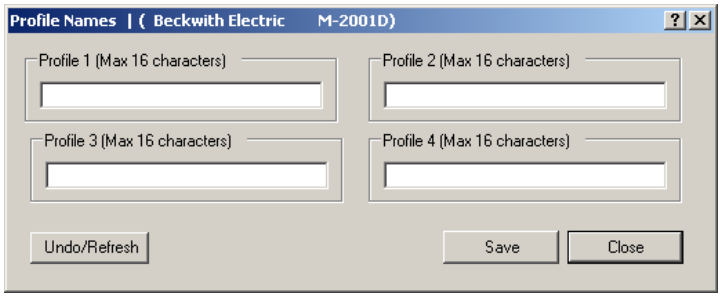

Figure 6-1 Setpoint Profile Names Dialog Screen
1. Select **Setup/Profile/Profile Names** from the TapTalk toolbar. TapTalk will display the Profile Names dialog screen (Figure 6-1).